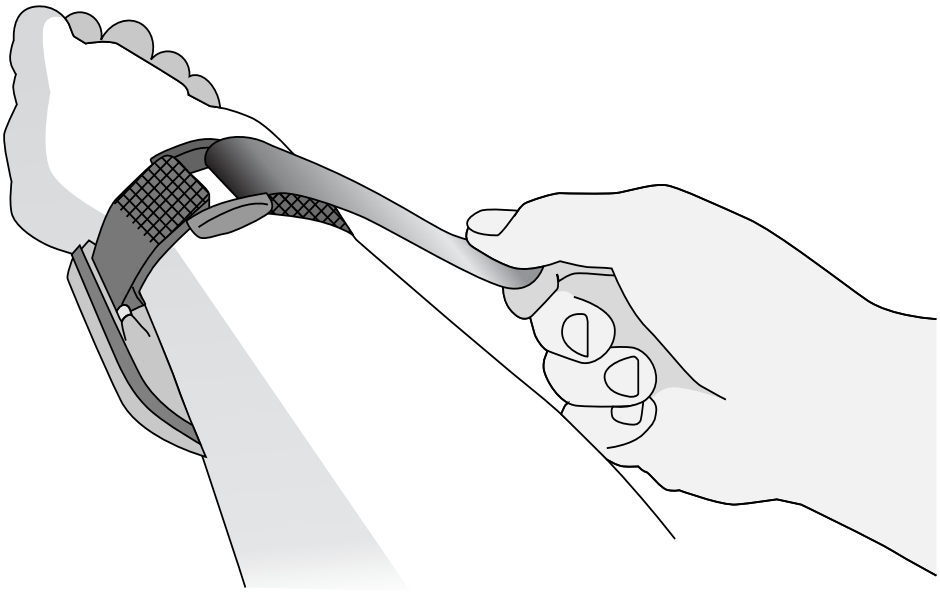
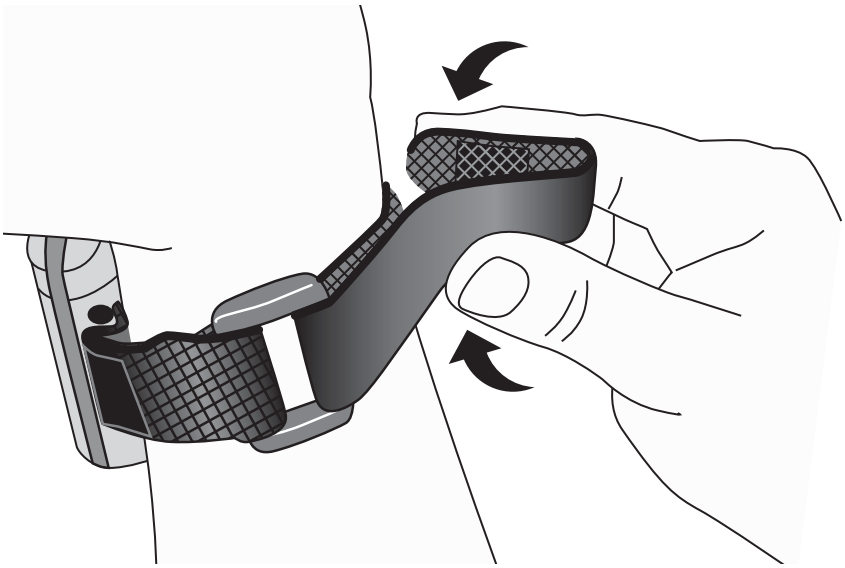
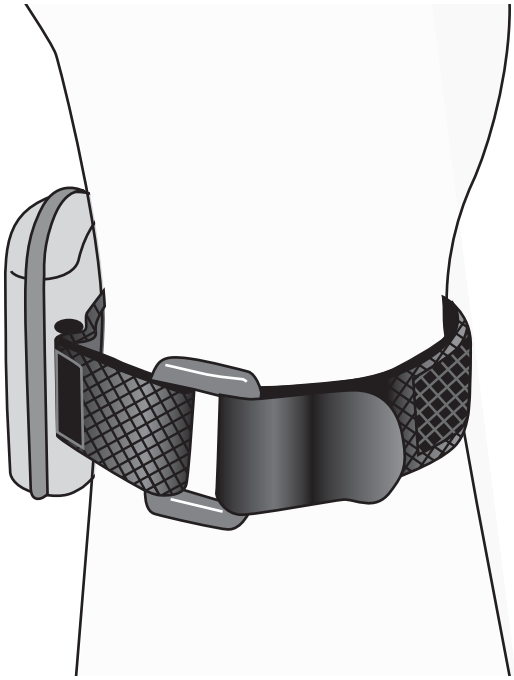

Figure 14 : Fixez le bracelet
Figure 15 : Utilisation de l’attache rectangulaire
Figure 16 : Utilisation de l’attache carrée
4. Repliez le bracelet par-dessus l'anneau en plastique (figure 14) et fixez l'attache au bracelet (figure 15 ou figure 16). La circonférence du poignet déterminera l'attache utilisée.
REMARQUE : En cas d'utilisation d'une attache rectangulaire, l'extrémité du bracelet peut être raccourcie. Pour ce faire, repliez l'extrémité du bracelet de manière que l'attache carrée se place sur celui-ci (figure 15).